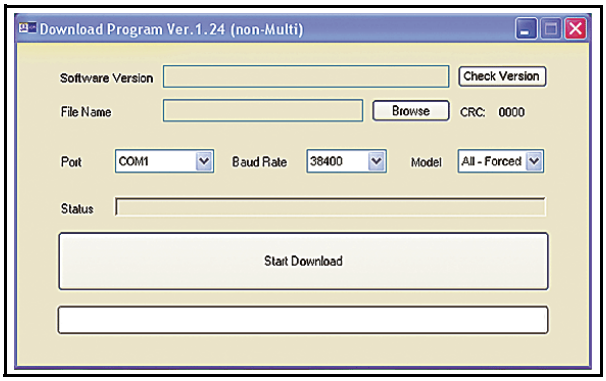

Figure 6-3 Initial Download Program Screen
2. Double Mouse-Click on the Download Program Icon to execute the program. The Download Program Screen shown in Figure 6-3 will then appear.